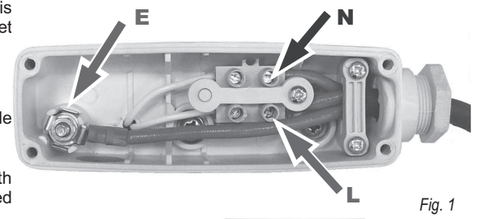

*Fig. 1*
2. Use a minimum of 1.0mm$^2$ H05RN-F supply cable with 2 poles and earth and sleeve with silicon glass fibre braided (250°C) Sleeving. The live and neutral wires must be connected to the terminal block. See Fig 1.